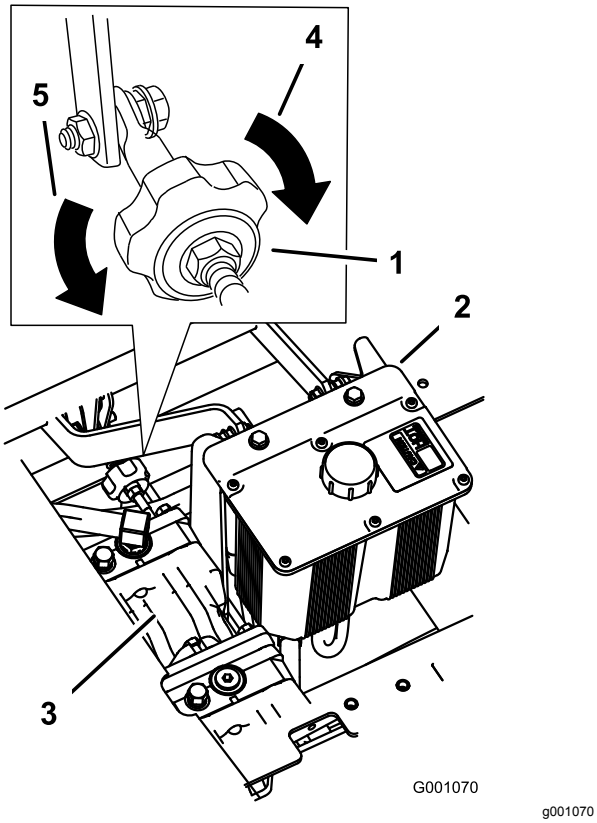

Figur 102
2. Juster lengden på pumpestangen ved å dreie på knotten i korrekt retning inntil hjulet ikke beveger seg eller kryper noe i revers (Figur 102).